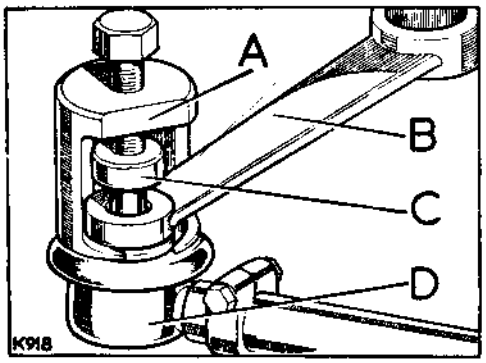

**Fig. G1-27. Extracting ball joint**
4. Insert the longitudinal arm assembly along the top of the chassis side member, locate and secure the ball joint to the steering box drop arm, see Fig. G1-27. Tighten the ball joint fixing nut to a torque figure of 30 lb. ft. (4,0 mkg).